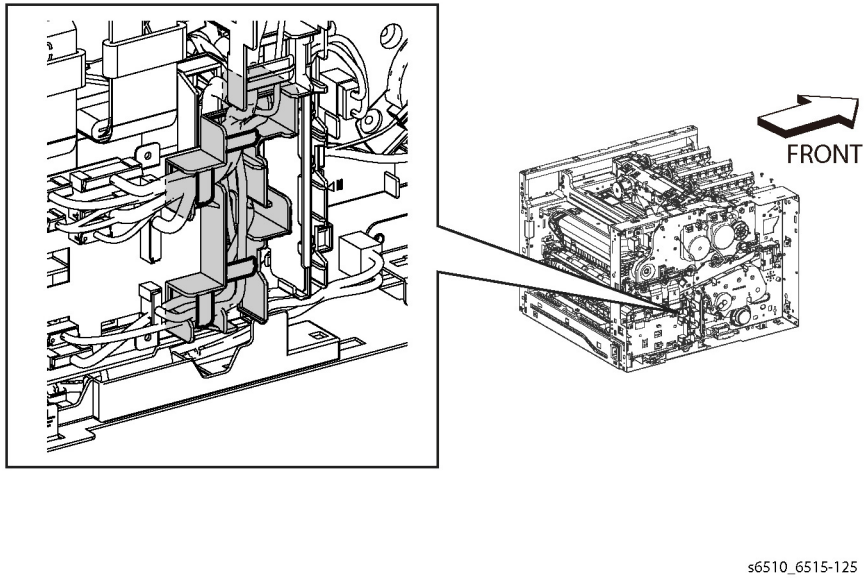

Figure 1 Release the Harnesses from the MCU Plate (MFP)
3. Refer to Figure 1 to release the cables from the MCU Harness Guide and remove the guide.